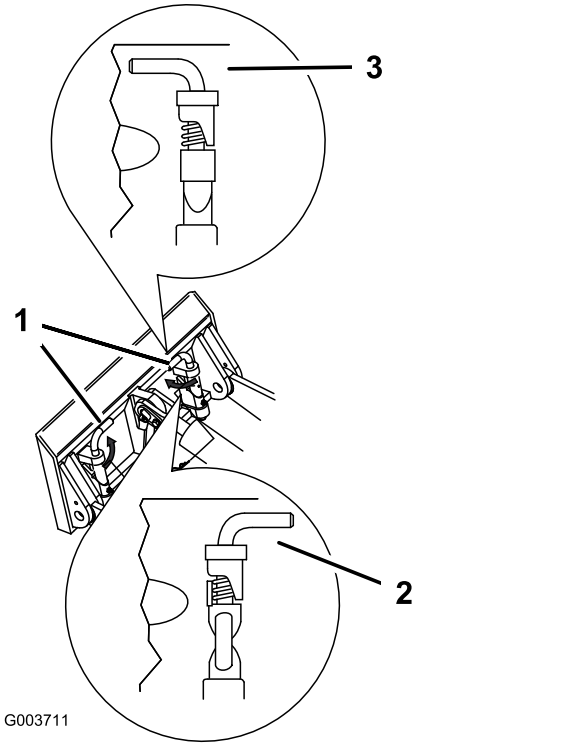

Figura 17
7. Acople los pasadores de enganche rápido, asegurándose de que están correctamente introducidos hasta el fondo en la placa de montaje (Figura 17).